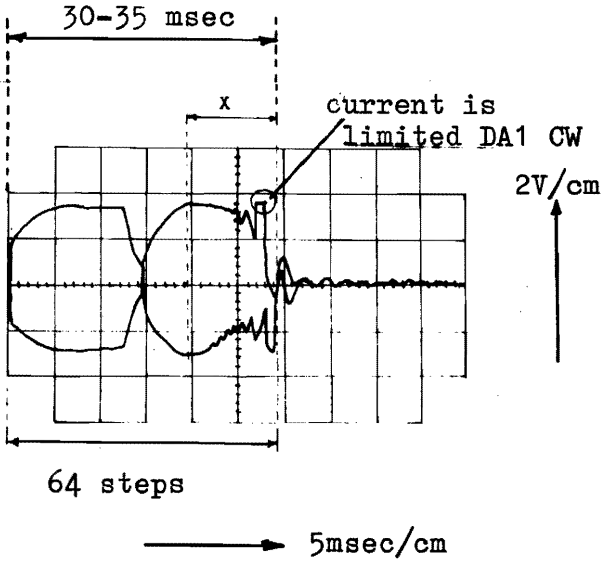

Fig. 7-6
9) Turn potmeter DA1 CCW (speed is increased) till the current is correct, see fig.7-5with due regard to mentioned on point 11. When the speed becomes higher turn VX3 CW till it is correct, see fig.7-6 and 7-7
The current should not be limited, fig. 7-6/7-7.